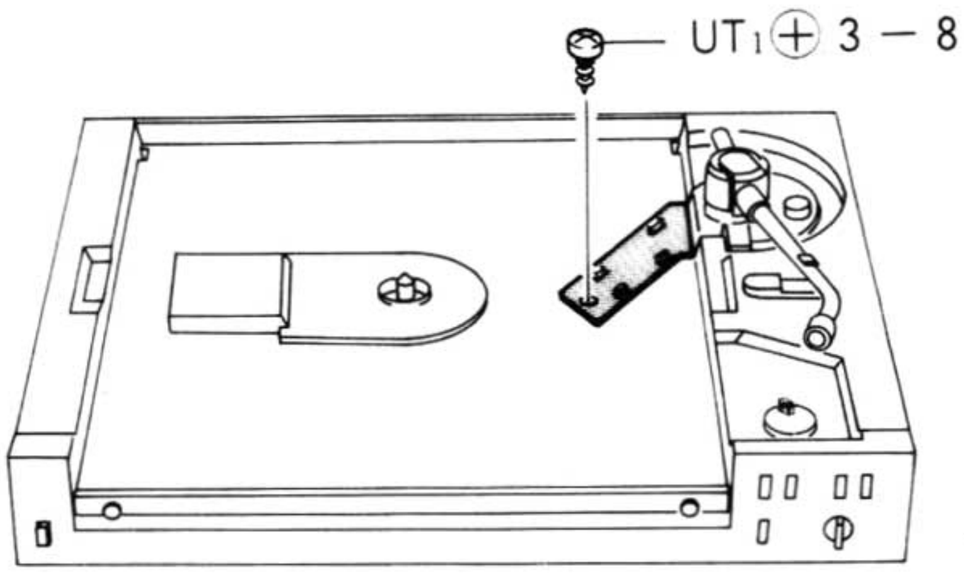

Fig. 3
3) Remove the cover (main cabinet) (See figure 3)